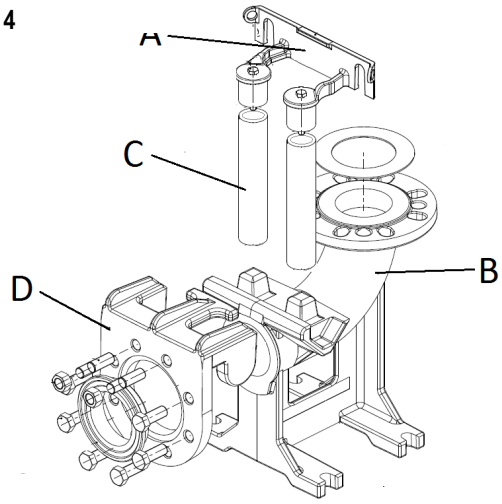

Fig. 5
- Montér låsekonsollen til styrerørene (fig. 5 - pos. A) på kanten af karret.
- Placér støttefoden for automatisk sammenkobling i bunden af brønden (fig. 5 - pos. B), og kontrollér ved hjælp af en lodline, at de koniske fremspring til indkobling af styrerørene er helt vinkelrette i forhold til låsekonsollens fremspring på kanten af karret. Kontrollér nivelleringen ved hjælp af et vaterpas.
- Afmærk kærvhullernes placering i støttefoden, og mål styrerørenes nøjagtige længde (fig. 5 - pos. C).
- Montér specialflangen (fig. 5 - pos. D) med skydemekanisme på pumpens forsyningsstuds, og fastgør wiren eller kæden til håndtaget eller kærvhullet øverst på pumpehuset.